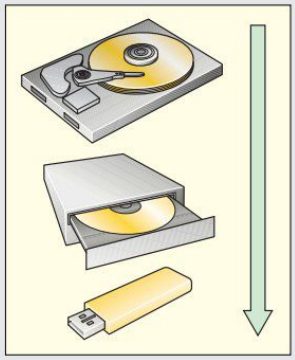

Bild 1: Bootsequenz
1. Beim Bootvorgang werden auf der Suche nach dem Laufwerk nacheinander bestimmte Laufwerke in einer im BIOS oder UEFI festgelegten Reihenfolge **(Bootsequenz Bild 1)** angesprochen. Wie kann durch die Einstellung der Bootsequenz die Dauer des Startvorgangs verringert werden?